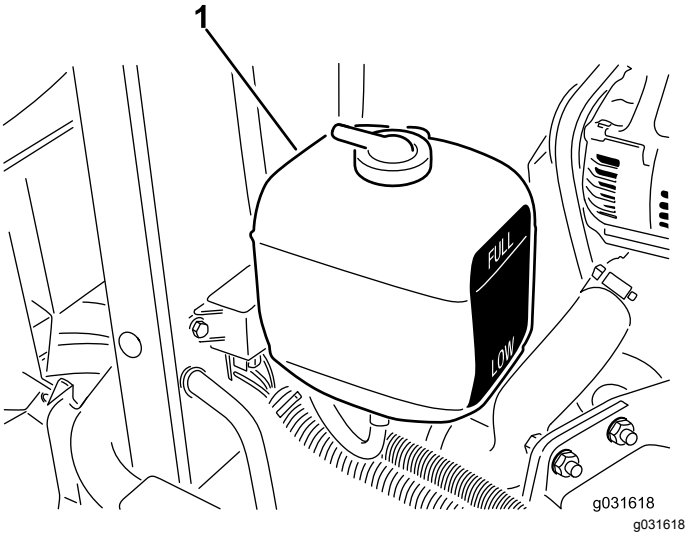

Figur 57
1. Kontrollera kylvätskenivån i expansionstanken (Figur 57).